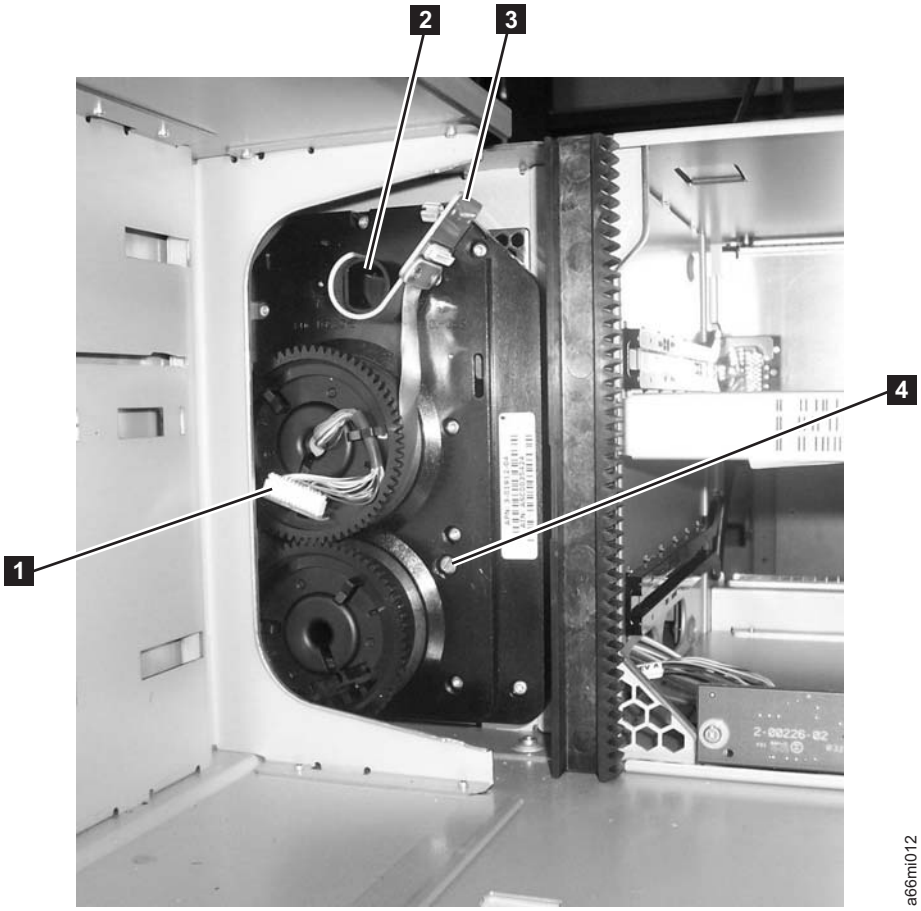

Figure 7-57. Cable Spool (with storage columns removed)
7. Carefully lower the Cable Spool connector (**1** in Figure 7-57 on page 7-56) and hook it around the black plastic guide peg (**2** in Figure 7-57 on page 7-56).
3. Remove the Cable Spool connector (**3** in Figure 7-57) from the black plastic peg (**2** in Figure 7-57).